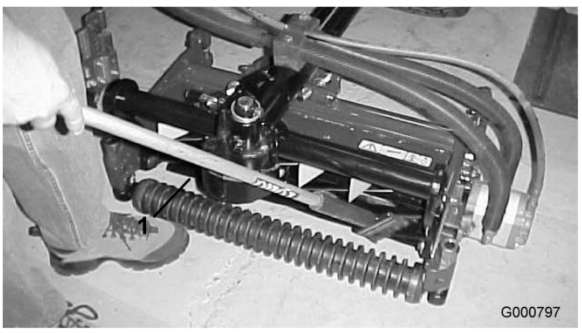

Figur 71
8. Påfør lappepasta med en langskaftet børste (Toro delnr. 29-9100). Brug aldrig en kortskaftet børste (Figur 71).